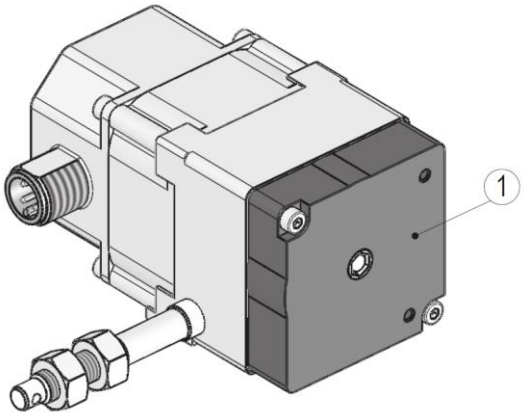

Abb. 1: Federgehäuse (1)
- ➢ Federgehäuse des Seilzuggebers nicht öffnen (siehe Abb. 1).